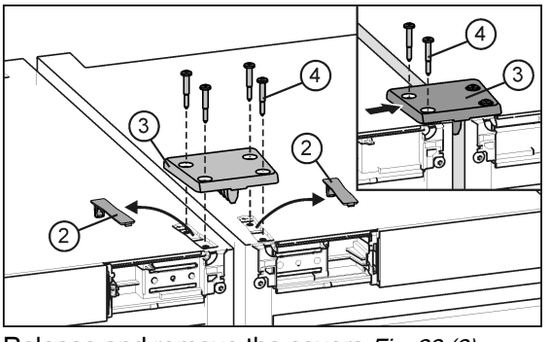

*Fig. 23*
- ▶ Release and remove the covers *Fig. 23 (2)*.
- ▶ Fit a connecting plate *Fig. 23 (3)* and fix loosely to one appliance with two screws *Fig. 23 (4)*.